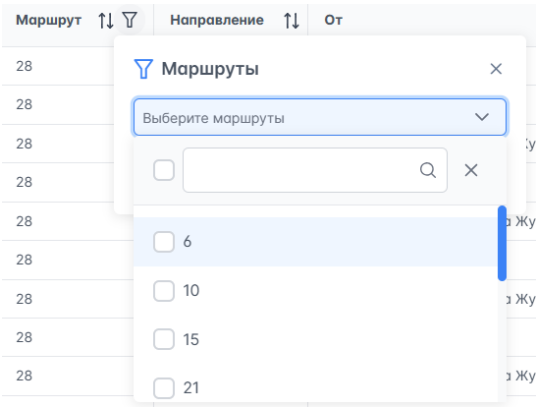

Рисунок 203 – Расширенный поиск в столбце "Маршрут". Выбор маршрута
2. Нажать по полю "Выберите маршрут", откроется список доступных маршрутов (рисунок 203).